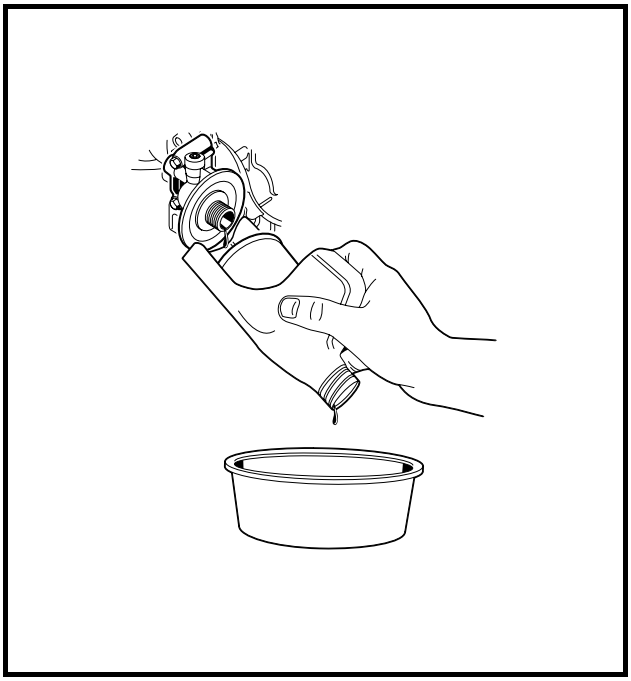

Figure 20 Remove Engine Oil Filter
10. Relocate the oil drain pan to a position under the engine oil filter **(Figure 20)**.
NOTE: *An oil drip guard can be used to prevent excess oil from dripping into the engine base plate. Use an empty quart (one liter) container and cut the bottom off at an angle, then slide the open area of the container up and under the oil filter prior to removing. Position the port of the plastic container so oil will be directed into the oil pan* ***(Figure 20, Page 33)****. A drip guard can be made by folding a*